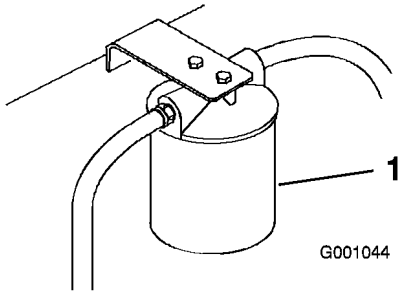

Figur 67
3. Sätt ett tömningstråg under filtret, ta bort det gamla filtret och torka ren filteradapterpackningens yta (Figur 67).